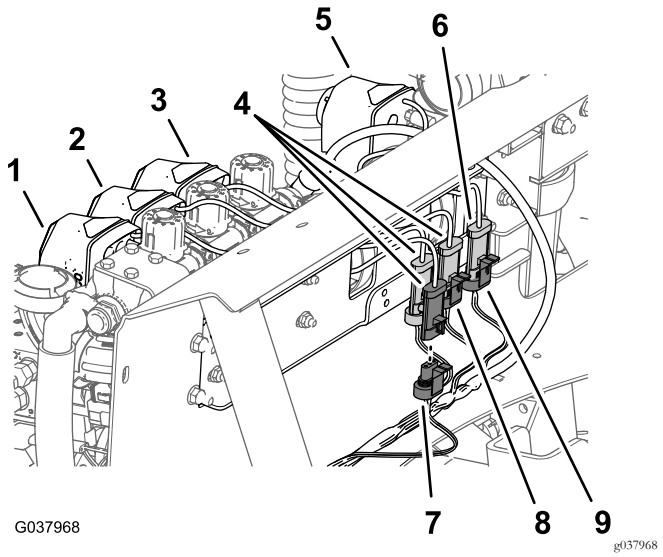

Figuur 114
1. Sluit de stekker met 3 pinnen van de mengklep aan op de connector met 3 contacten van de kabelboomaftakking van 76 cm met aanduiding AGITATION VALVE (mengklep) (Figuur 114).